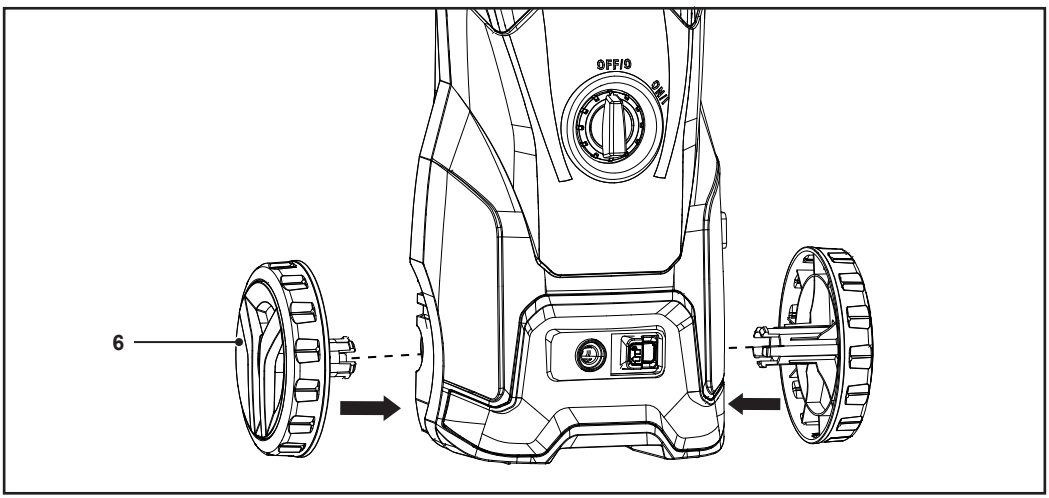

Fig. 3
3. Deslice el soporte del cable de alimentación (25) por la ranura de la parte posterior del aparato.
4. Fije la correa de sujeción del cable de alimentación (26) al soporte del cable de alimentación (25).
5. Monte las 2 ruedas (6) en las ranuras de la parte inferior del aparato (Fig. 3). Puede oírse cuando las ruedas encajan en su sitio.